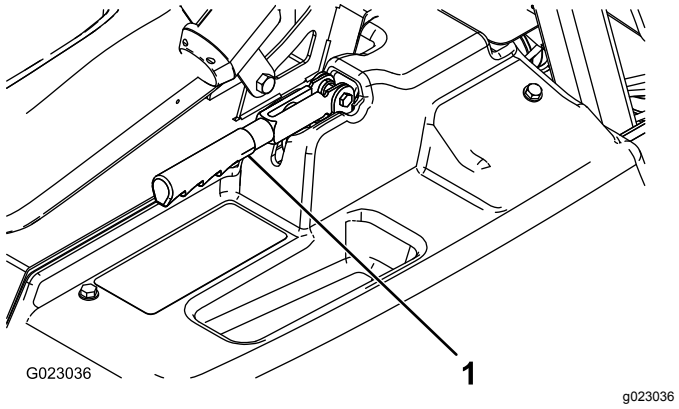

**Figuur 51**
2. Draai de stelschroef los waarmee de knop is bevestigd aan de parkeerremhendel (Figuur 51).